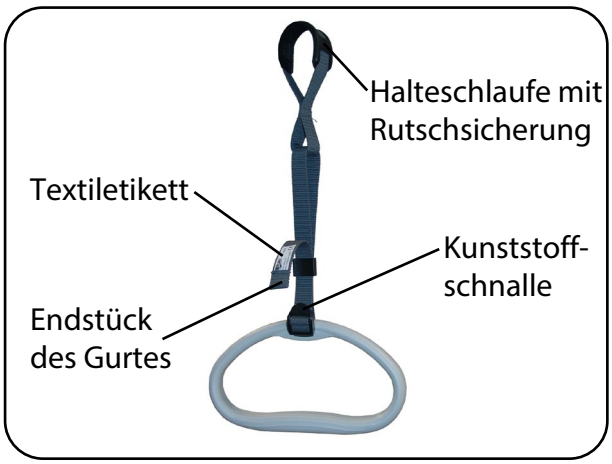

Abb. 6.6.03 – Haltegriff und Gurt
5. Passen Sie die Höhe des Haltegriffs an die individuellen Patientenbedürfnisse an. Das Gurtband hat einen Verstellbereich von 20 cm und kann über die Kunststoffschnalle (Abb. 6.6.03) verstellt werden. Hierbei darf der Griff nicht belastet sein. Achten Sie darauf, dass das Endstück des Gurtes min. 3 cm über der Kunststoffschnalle steht (Abb. 6.6.03).